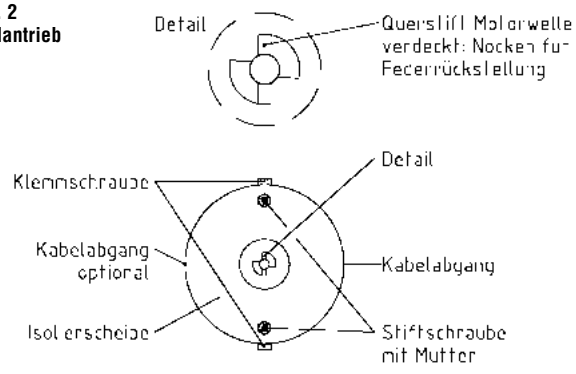

Abb. 3
6. Stellantrieb schräg in die Halteplatte einhängen. Dazu ist zunächst die gelockerte Mutter durch den erweiterten Teil des Langloches zu führen. (Abb. 3)